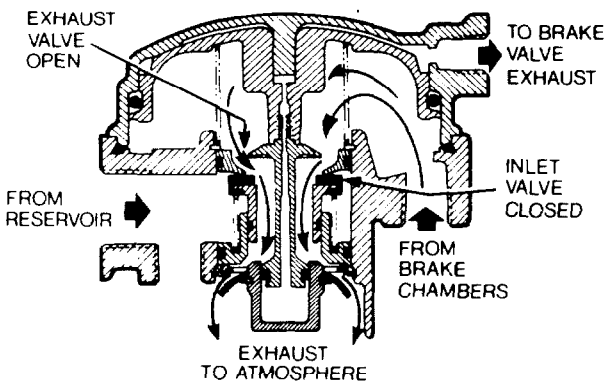

Figure 16 — Service Brake Relay Valve — Releasing Position
38. When the driver releases the foot brake completely, all the air is released from the top of the piston through the brake valve, allowing the piston to rise and opening the exhaust passage (see Fig. 16). This allows all the air from the service brake chambers to pass through the exhaust diaphragm to atmosphere and release the brakes fully.